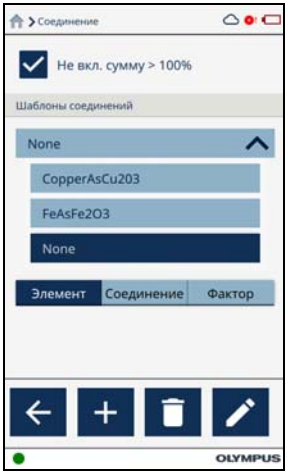

Рис. 2-92 Экран Соединение
2. Щелкните на стрелку Вниз строки **None** в зоне **Шаблоны соединений** экрана для отображения списка существующих шаблонов (см. Рис. 2-92 на стр. 97).